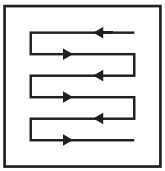

Fig. 20
5. Corte el césped en pasadas que se solapen ligeramente. El patrón más eficaz para cortar el césped es en pasadas rectas paralelas a uno de los lados. De esta forma, las pasadas serán regulares y se asegurará de cortar todo el césped sin dejarse ninguna zona (Fig. 20).